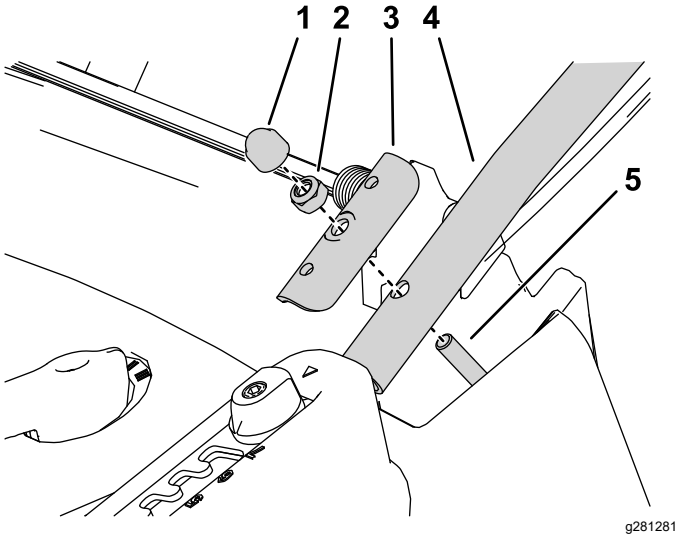

Figura 3
2. Montate una stegola inferiore su ciascun lato della parte superiore del piatto di taglio con una piastra di fissaggio e il dado di bloccaggio esagonale rimosso dal piatto di taglio al passaggio precedente (Figura 3).